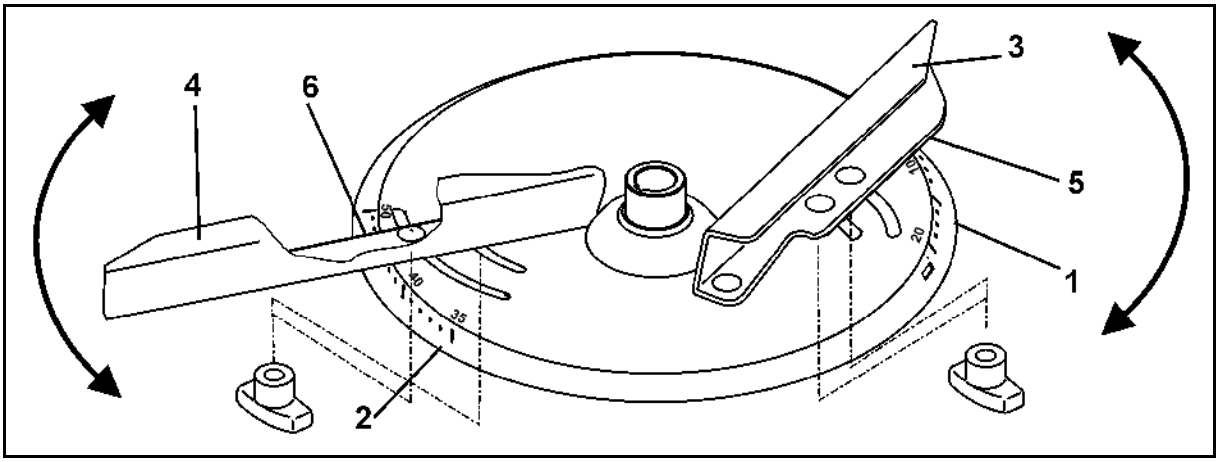

**Rys. 72**
Dla dokładnego, beznarzędziowego ustawiania pozycji poszczególnych łopatek wysiewających, na każdej z tarcz umieszczone są dwie różne skale (Rys. 72/1 i Rys. 72/2).
- Krótsza łopatka wysiewająca (Rys. 72/3) przyporządkowana jest do skali (Rys. 72/1) z wartościami od 5 do 28 a dłuższa łopatka wysiewająca (Rys. 72/4) przyporządkowana jest do skali (Rys. 72/2) z wartościami od 35 do 55.
- Dla krótszej łopatki wysiewającej (Rys. 72/3) wartość ustawienia odczytać na krawędzi odczytu (Rys. 72/5).
- Dla dłuższej łopatki wysiewającej (Rys. 72/4) wartość ustawienia odczytać na krawędzi odczytu (Rys. 72/6).
- Przestawienie łopatek wysiewających na wyższą wartość na skali (Rys. 72/1 wzgl. Rys. 72/2) powoduje zwiększenie szerokości roboczej.